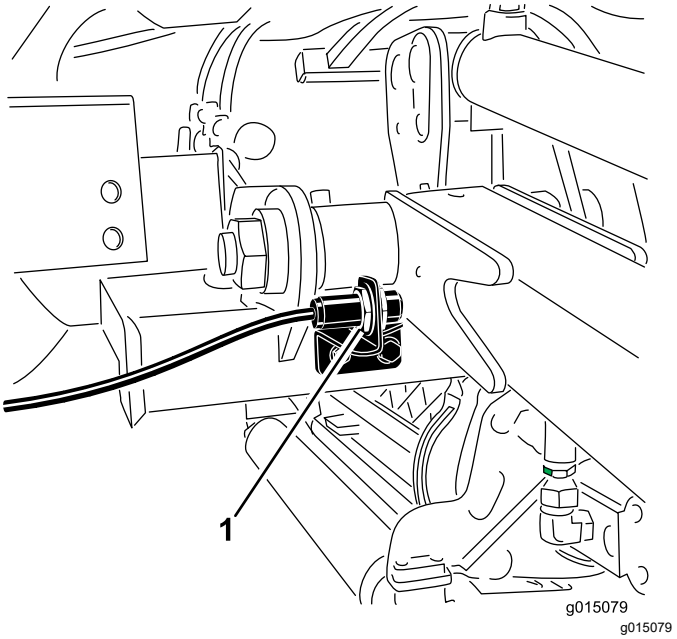

**Рисунок 72**
2. Переключатель подъемного рычага расположен позади переднего правого подъемного рычага (Рисунок 72).
3. Ослабьте крепежные винты переключателя (Рисунок 72) и переместите переключатель вверх, чтобы увеличить высоту поворота подъемного рычага, или переместите переключатель вниз, чтобы уменьшить высоту поворота подъемного рычага.